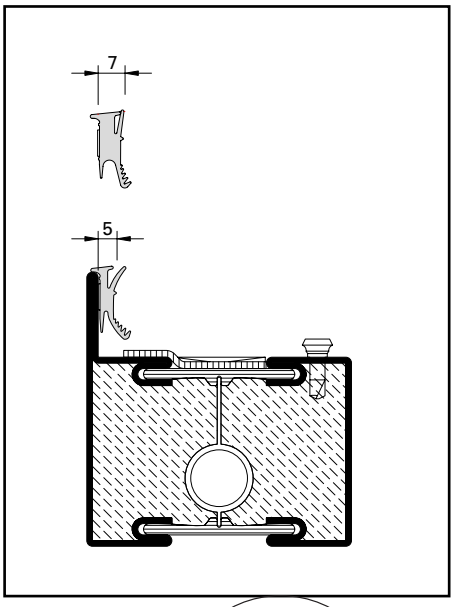

Abb. 14 / Fig. 14 / Fig. 14
– Butylkleber-Schutzfolie abziehen und Dichtung an Profillappen kleben (Abb. 14).
– Retirer la bande de protection du butyle et coller le joint sur l'aile fixe du profilé (fig. 14).
– Remove the butyl adhesive protective film and stick the weatherstrip to the profile lip (fig. 14).